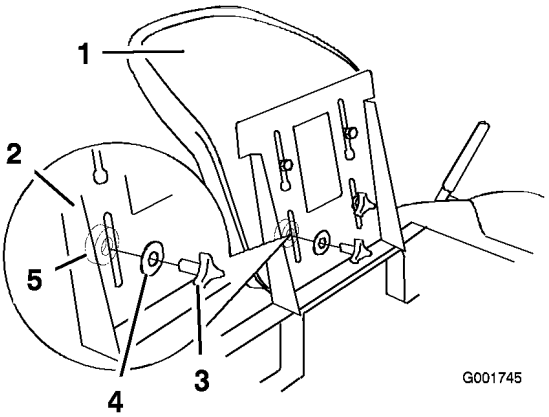

Figure 5
4. Secure the seat to the seat support with the spacers, flat washers (5/16 inch) and knobs (Figure 5).
Important: **Make sure the spacers are between the seat and support, and the knobs pass through the washers, seat support, spacers and into the seat (Figure 5).**